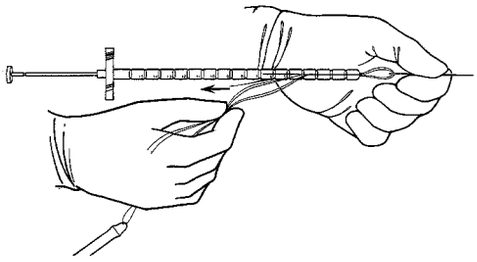

Figure 4-13. Load Keith Needle
4. Load the blunt end of this needle into the Furlow Insertion Tool **(Figure 4-13)** and place suture into into slot of the tool.